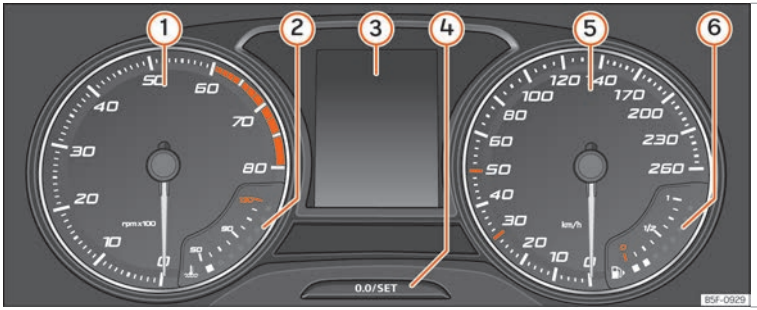

Abb. 70 Display des Kombi-Instruments in der Instrumententafel.
Erläuterungen zu den Instrumenten ››› Abb. 70:
- Drücken Sie kurz die Taste 0.0/SET ››› Abb. 70 (4), um den Tageskilometerzähler auf 0 zurück zu setzen.
- Wenn Sie die Taste 0.0/SET (4) drei Sekunden lang gedrückt halten, wird der vorherige Wert angezeigt.